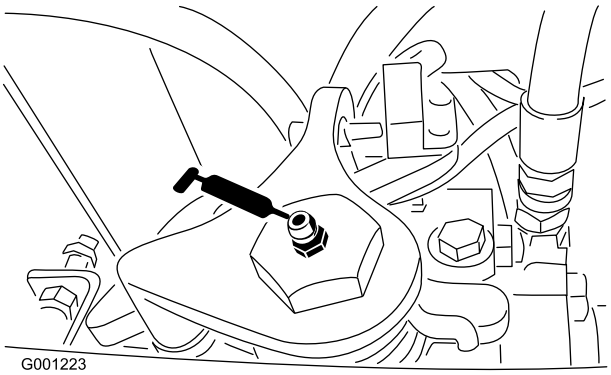

**Figur 41**
- Transmissionens neutralaxel (Figur 41)